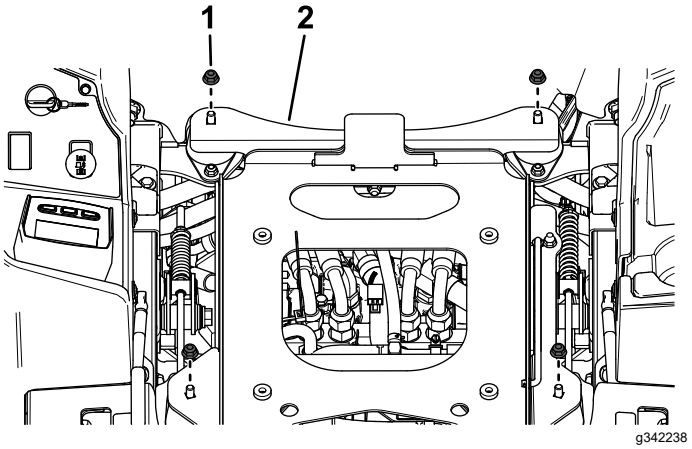

Figur 25
2. Ta bort de fyra flänsmuttrarna (⅜ tum) från sätets stödplåt (Figur 25).